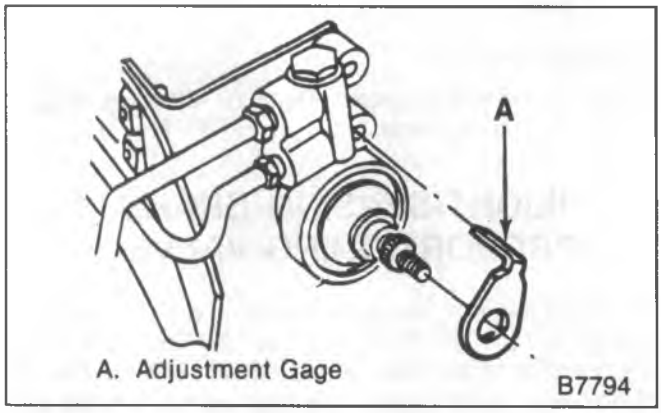

Figure 14 – Installing Adjustment Gage
8. Sever the tang on the adjustment gage (figure 14).